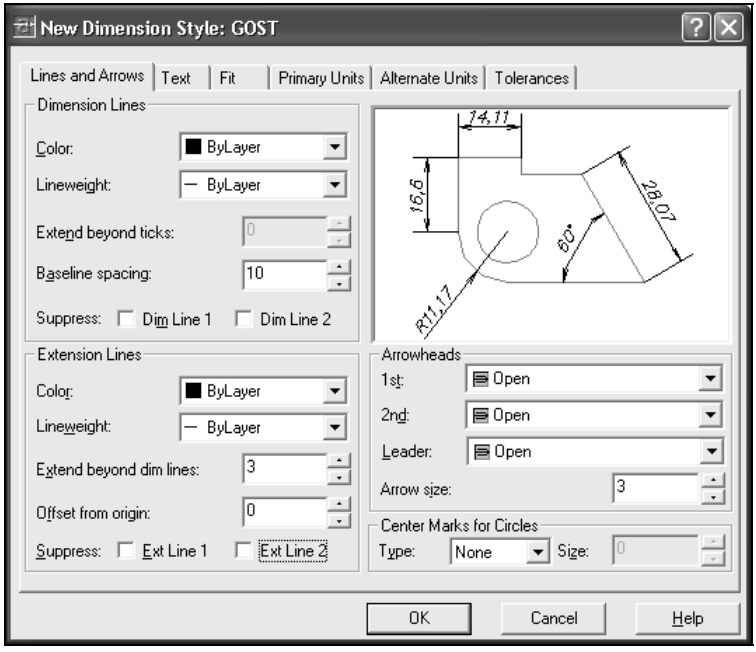

Рис. 11.4. Вкладка **Lines and Arrows** диалогового окна **New Dimension Style: GOST**
5. На вкладке **Lines and Arrows** (Линии и стрелки) настроить режимы формирования выносных и размерных линий (рис. 11.4).